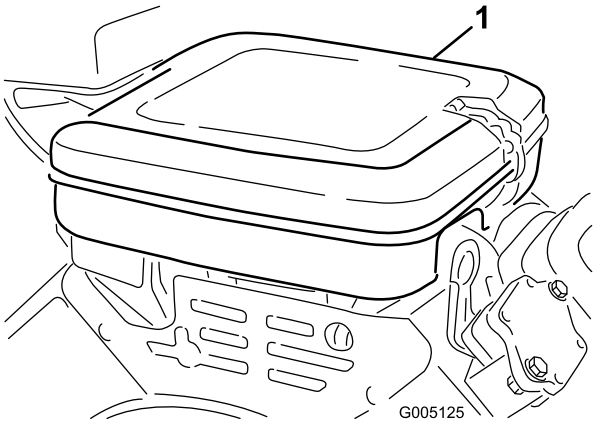

Figure 41
1. Ouvrez les clips de verrouillage et enlevez le couvercle du filtre à air (Figure 41). Nettoyez soigneusement le couvercle.